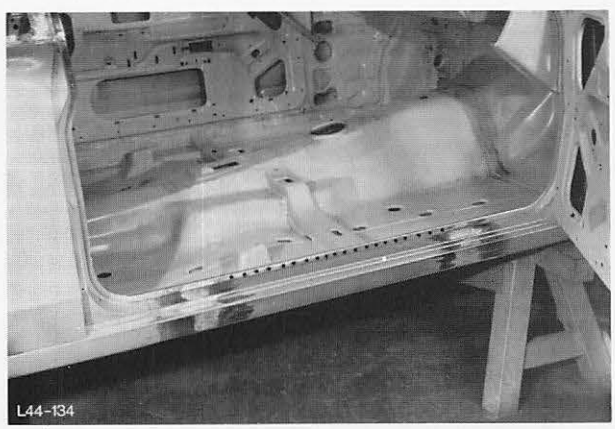

Abb. 146 Ansicht der bearbeiteten Schwemmstellen
21. Schwemmstellen – Türschweller bearbeiten, Abb. 146.